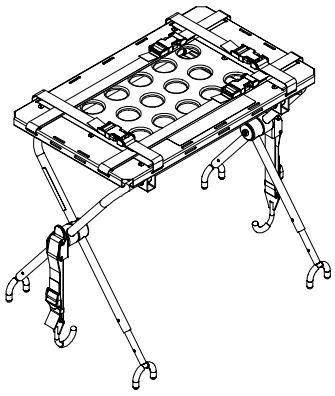

Figura 55
2. Abrir e expandir os pés da plataforma do desfibrilhador, conforme apresentado na Figura 55.